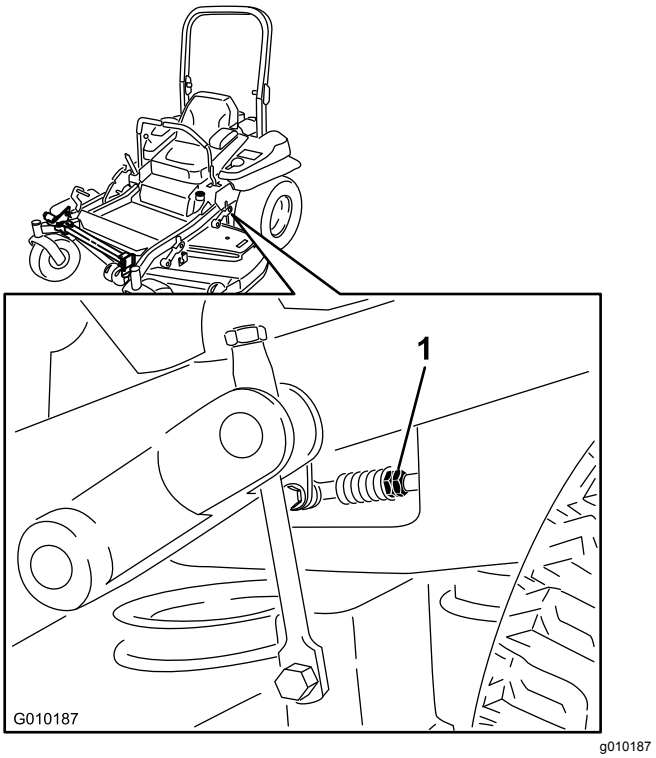

Figur 100
11. Juster pumpekontrolstangens længder ved at dreje dobbeltmøtrikkerne på stangen i den relevante retning, indtil hjulene kryber en smule i bakgear (Figur 100).